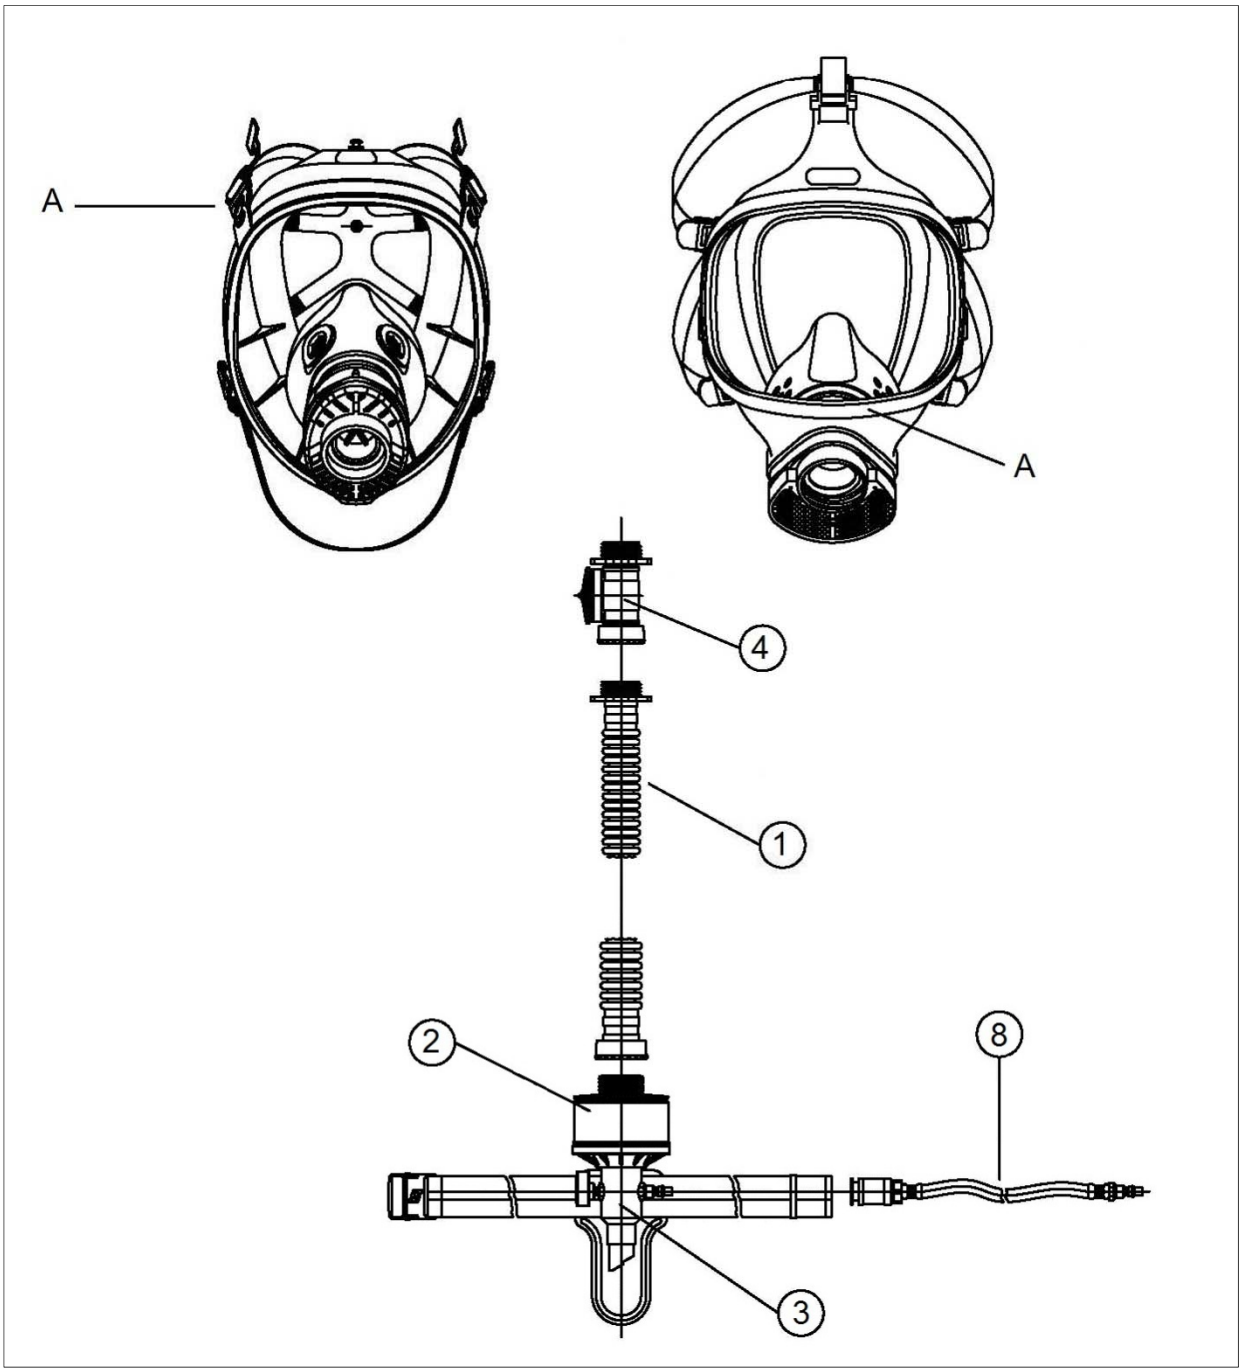

Fig. 1 - AC 190
3.1.1. Maschera intera (vedi fig. 1)
• Due valvole di scarico con coperchio di protezione delle valvole (6).
• Uno schermo di protezione in policarbonato protetto esternamente da un vetro trasparente, facilmente sostituibile, che evita la smerigliatura dello schermo in policarbonato durate le operazioni di sabbiatura. (5)
3.2. Valvola di sovraflusso (solo per AC 190 – fig.1 pos.4)